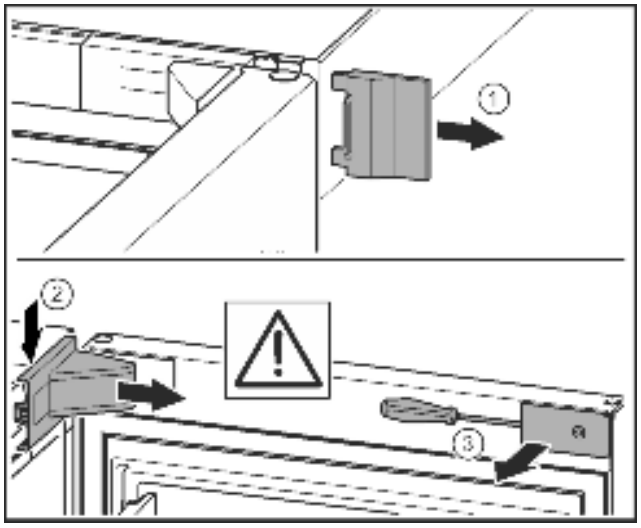

Fig. 8
▶ Remove the outer cover. *Fig. 8 (1)*
▶ Disengage and release the bearing bracket cover. Remove the bearing bracket cover. *Fig. 8 (2)*
▶ Unlatch the panel with a slotted screwdriver and swivel it to one side. *Fig. 8 (3)*